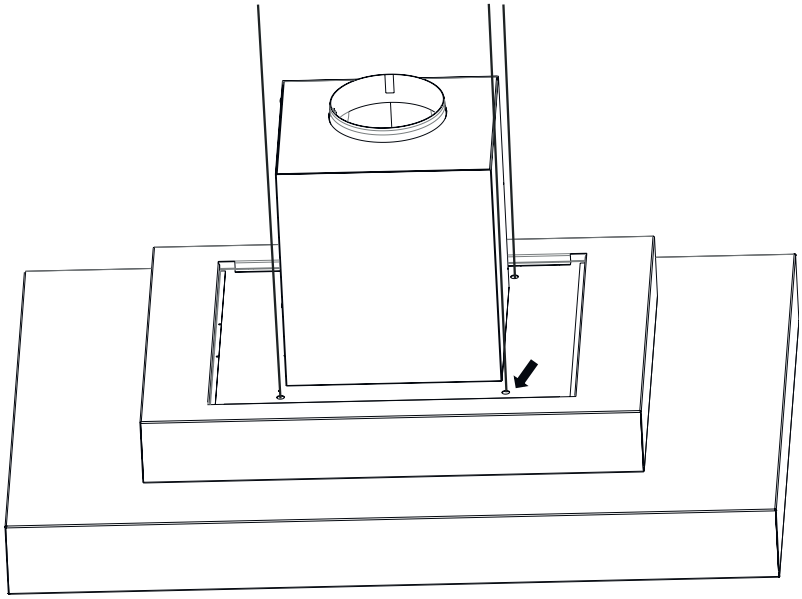

Fig. 24
8. Skub nu stålwirerne igennem fra toppen og ned i emhætten igennem hullerne dertil. (Fig. 24).